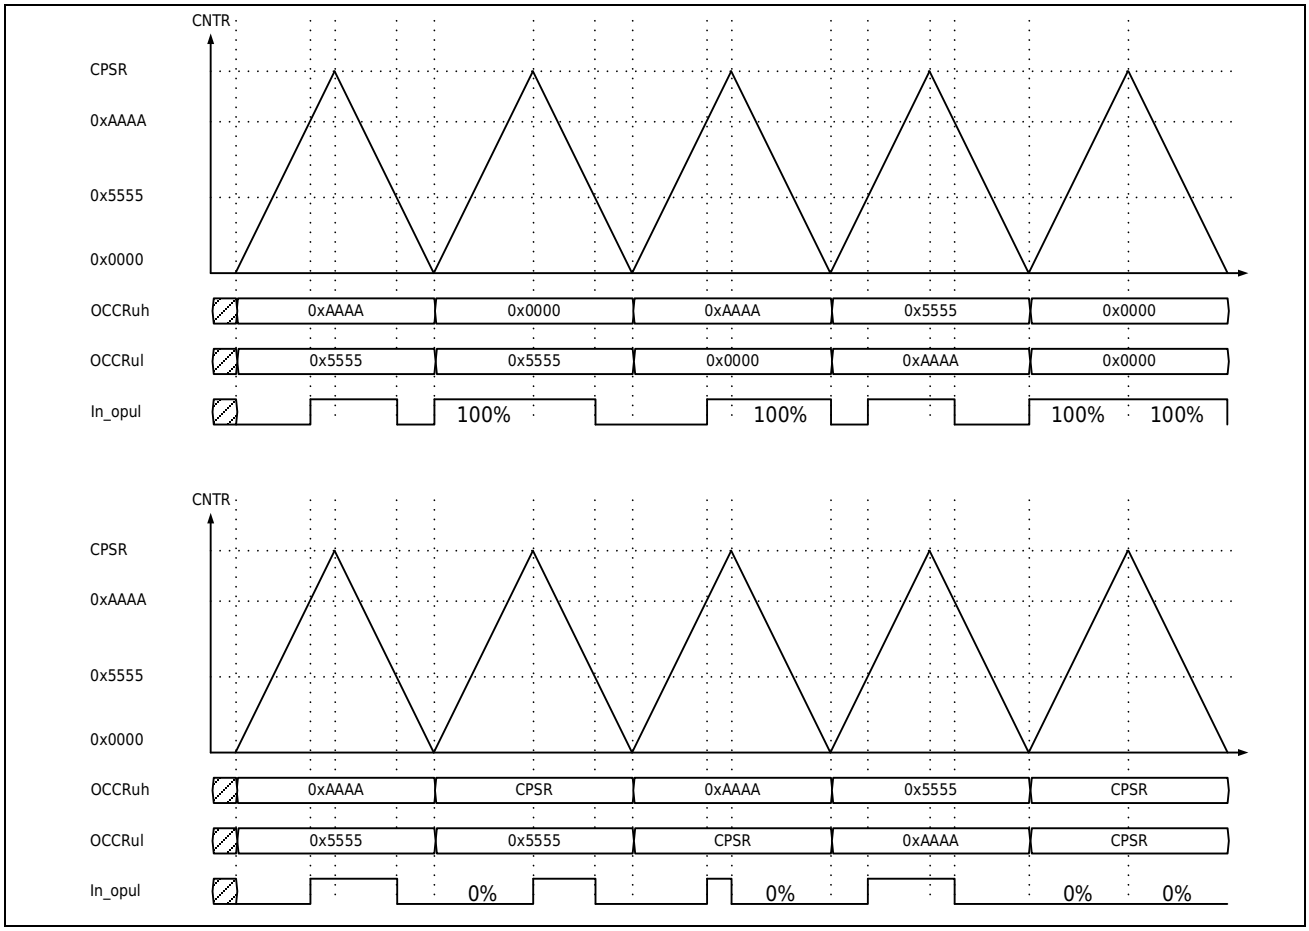

Figure 20-7 Triangle Wave Mode Waveform Output Example
2) The following Figure 20-7 is an example of the waveform output of the comparison output module in the triangle wave count mode.